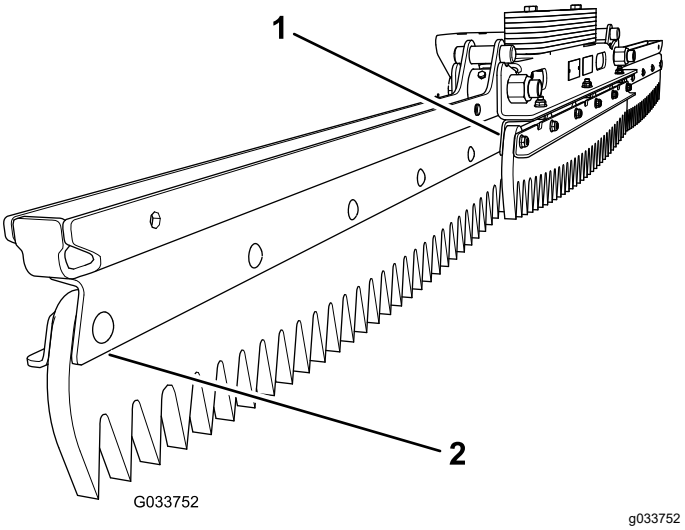

Bild 2
1. Positionieren Sie die Teile so, dass die obere Platte des mittleren Teils nach vorne und die obere Platte jedes seitlichen Teils nach hinten zeigt (Bild 2)